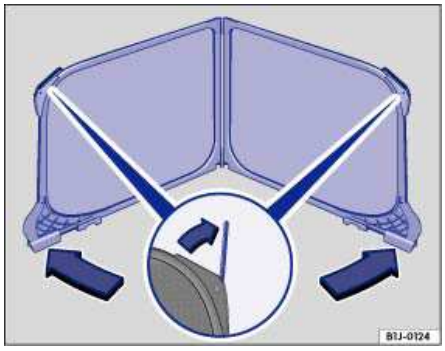

Fig. 34 Unfolding the wind blocker.
- Fold out both sides in the direction of the arrows ⇒ fig. 34.
- Fold both tabs outward ⇒ fig. 34 (magnified view).
- Fold both sides inward opposite the direction of the arrows ⇒ fig. 34.
- Fold both tabs inward ⇒ fig. 34 (magnified area) opposite the direction of the arrow.